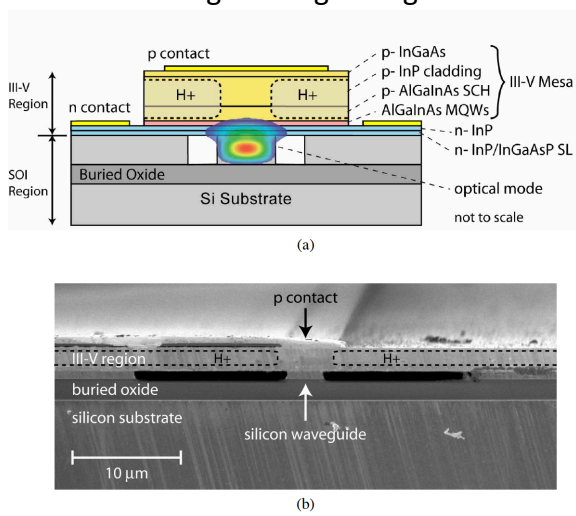

Figure 1 Concept of Si hybrid laser [1].
3) The width of the Si waveguide in the gain region will need to be wider than 500 nm in order to support a guided mode. Use FDTD or MODE to find the width for the Si waveguide in the gain region such that the TE mode has an index contrast of 0.01 with respect to InP. What is the confinement factor of the gain region of the laser for this Si waveguide width? Note this confinement includes both dimensions of the cross section (see Figure 1).